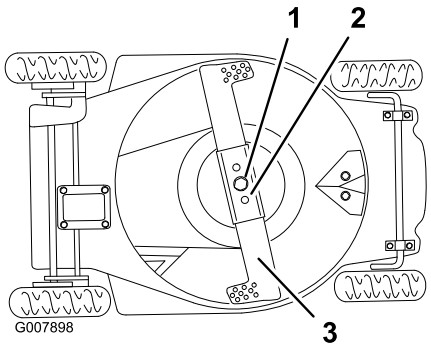

Figura 33
2. Inclinate il tosaerba sul lato **sinistro** (Figura 33).
2. Togliete il bullone della lama, la rondella di bloccaggio, la lama e il rinforzo della lama (Figura 33).